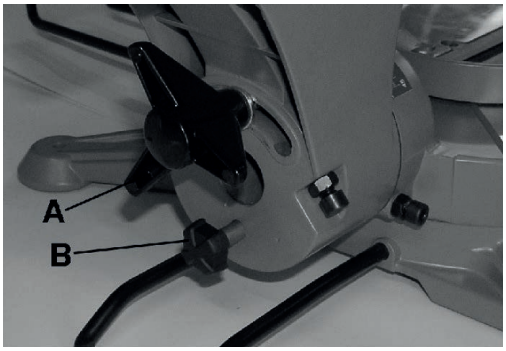

Fig. 10 Inclinaison de la tête de scie
La tête de scie peut être inclinée vers la gauche et vers la droite jusqu'à 45° (Fig. 10).
2. Desserrez la vis de blocage (A, fig. 10) et tirez le bouton de serrage (B).